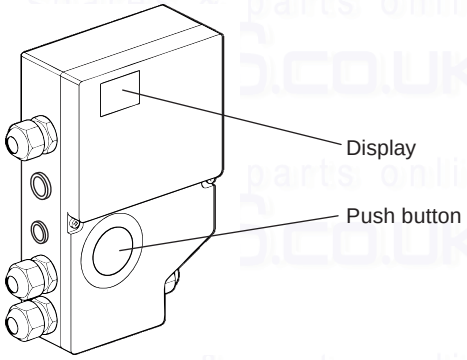

Fig. 21
2. Switch on the electrical supply and the display (see Fig. 21) will show 'A1' and start to countdown from eighty to zero. During this countdown the PCB does a self-diagnosis of all the sensors and pumps. If the collector temperature is between 10 and 130°C the drain back unit pump will run for a short period to run a test program, after which the system is ready for use.
5.4 DISPLAY - Fig.21
When both pumps are operating, a flashing dot will be visible in the right hand corner of the display (Fig. 21). If only the cylinder pump is running, a flashing dot will be visible in the middle of the display.
The display (see Fig. 21) will display the solar cylinder temperature (10 - 70°C) for 4 seconds followed by the operating mode (on or oF) for 2 seconds, after which the sequence will be continually repeated.